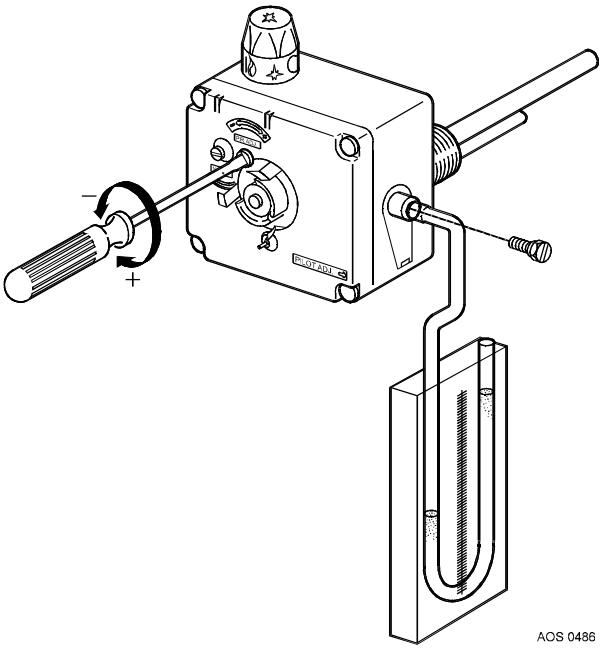

Abbildung 9 - Einstellen der nominalen Belastung
8. Kontrollieren Sie die Druckeinstellung des Brenners (Siehe Abbildung 9) und stellen Sie diese, falls erforderlich, anhand der technischen Daten bei (siehe S.10).
3. Den Brennerdruck überprüfen und nötigenfalls mit Hilfe der Einstellschraube “pr adj” (pressure adjustment; siehe Abbildung 9) einstellen. Entfernen Sie dazu den Temperatursteuerknopf, indem Sie ihn nach rechts vorn ziehen; dadurch wird “pr adj” sichtbar. Eine Drehung nach links reduziert den Druck, eine Drehung nach rechts erhöht den Druck. Es ist zu empfehlen, die Belastung mit Hilfe der Gasuhr zu kontrollieren.